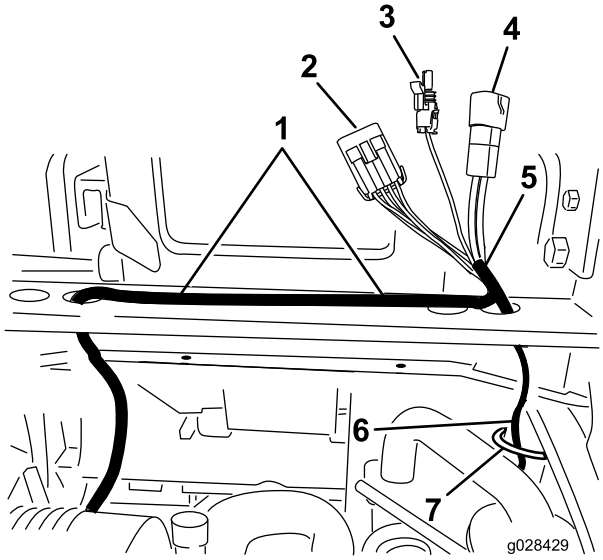

**Rysunek 23**
3. Poprowadź długą wiązkę przewodów (z trzema złączami), wychodzącą z tego samego punktu co wiązka z dużym złączem, w dół słupka konstrukcji ROPS, pod członem tylnej ramy i w górę przez otwór w spodniej części panelu sterowania (Rysunek 23).